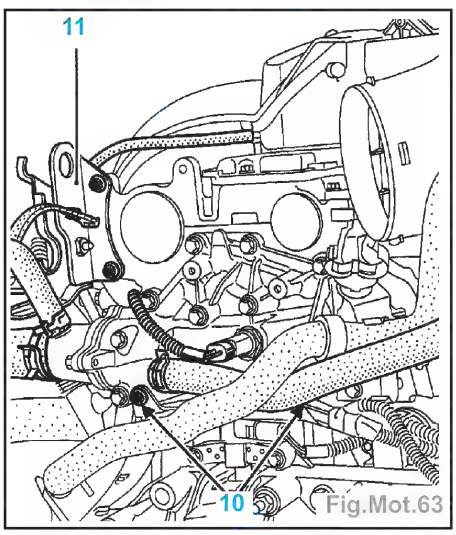

Fig.Mot.63
- les fixations du support faisceau électrique en (10) (Fig.Mot.63),
- la patte de levage (11),